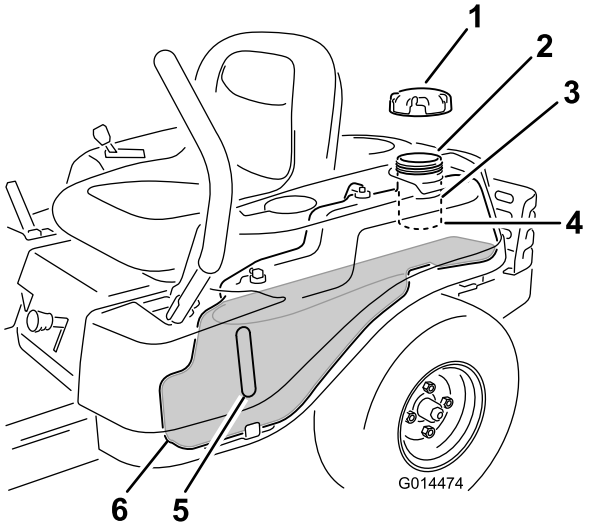

Figur 9
Bemærk: Kontroller brændstofstanden gennem brændstofvinduet, inden der fyldes brændstof på tanken (Figur 9).
2. Fyld**langsomt** almindelig blyfri benzin på brændstoftanken, indtil benzinen når op til bunden af påfyldningsstudsen (Figur 9).